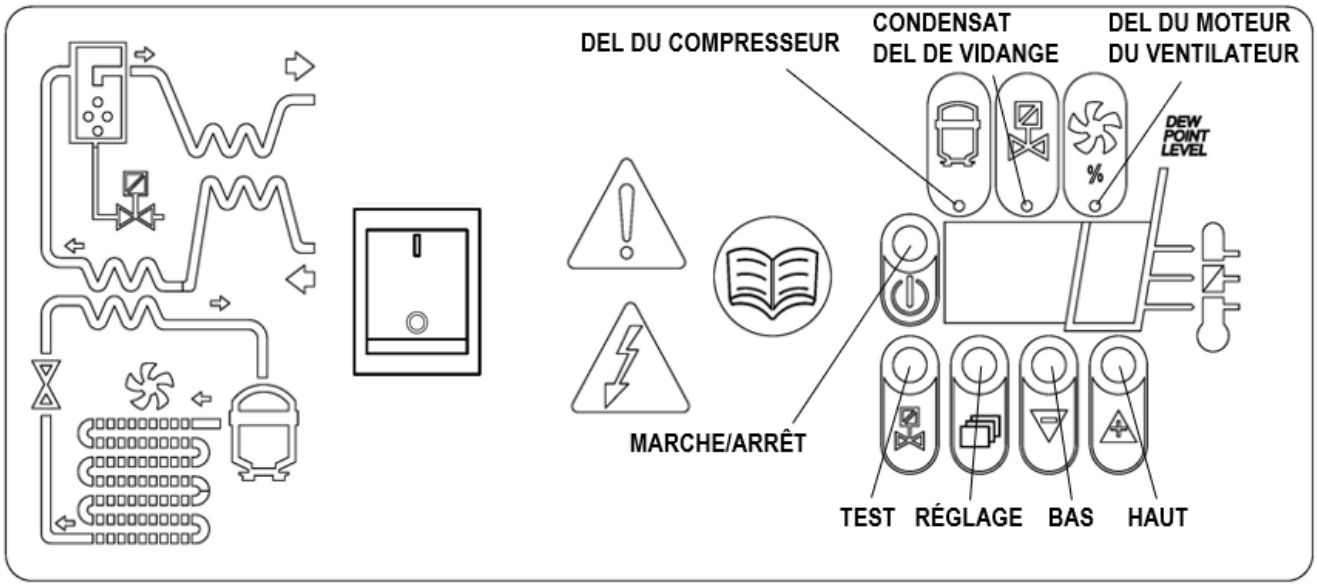

FIG. 1 VISUALISATION DE L'AFFICHAGE ET VOYANTS DEL DE SIGNALISATION
Les sécheurs sont équipés d'un système de commande électronique. Tous les réglages et réinitialisations peuvent être effectués au moyen du panneau numérique situé à l'avant du sécheur. Le panneau de commande est composé de 5 touches (ON/OFF, TEST, SET, DOWN et UP) et d'un afficheur à trois (3) chiffres, avec trois (3) voyants DEL de signalisation indiqués par des icônes (FIG. 1).